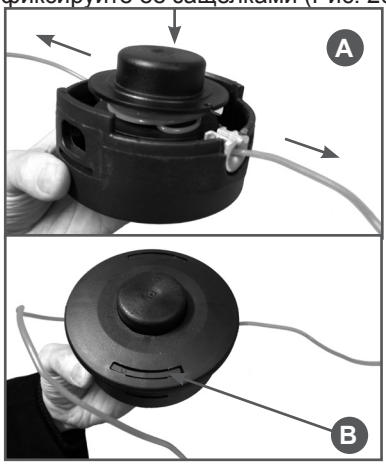

Рис. 20 Сборка триммерной головки
5. Освободите из пазов корд. Для этого нажмите на катушку сверху и сильно потяните сначала один конец корда, затем другой (Рис. 20А). Уложите концы корда в направляющие на катушке. Установите крышку катушки и зафиксируйте ее защелками (Рис. 20В).